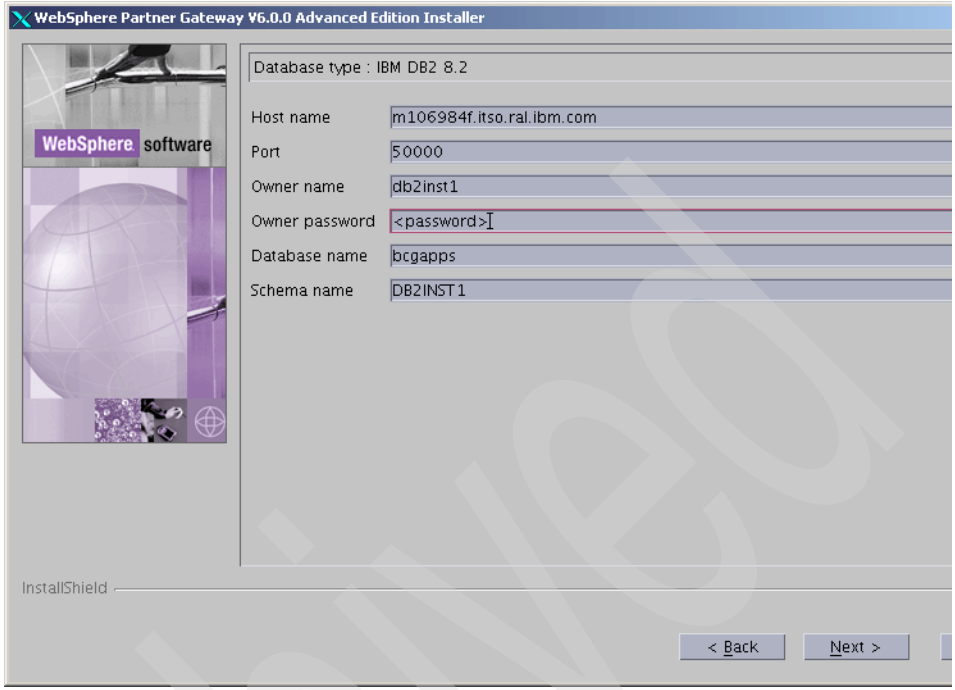

Figure 6-11 Providing Database server information
9. Based on your selection in the previous step, you are prompted for specific information about your selection. In this example for DB2, WebSphere Partner Gateway requests the following information, as shown in Figure 6-11 on page 127: